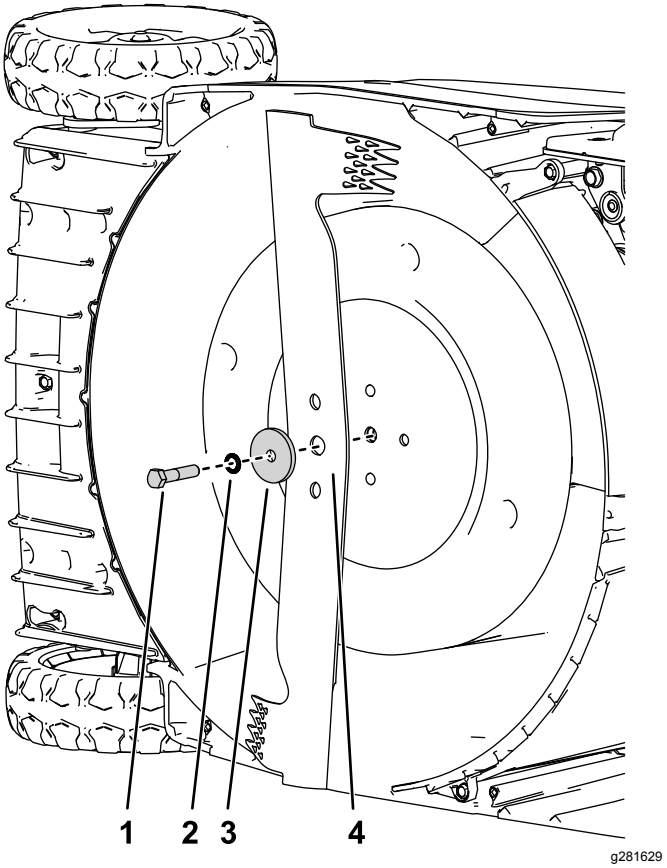

Rysunek 25
5. Zamontuj nowe ostrze i wszystkie elementy mocujące (Rysunek 25).